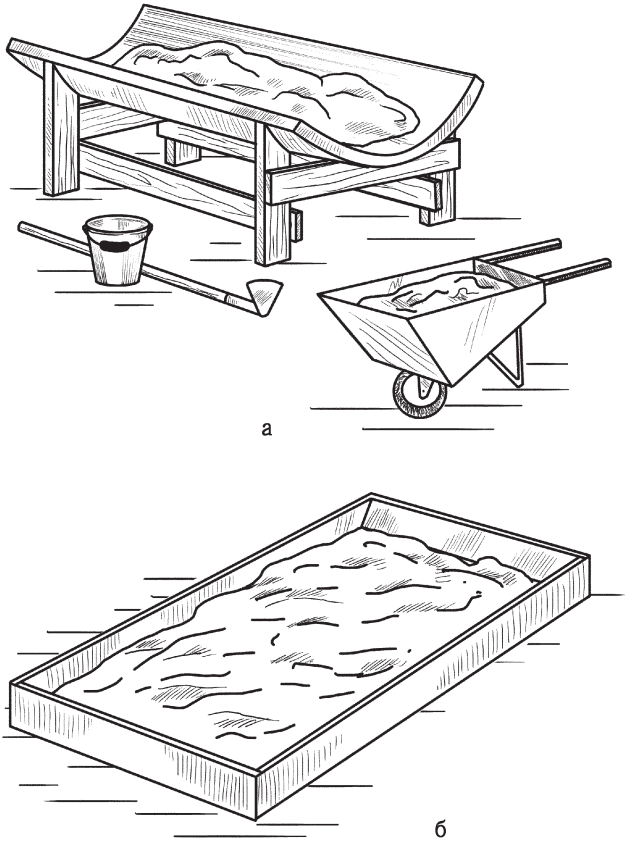

Рис. 21. Приготовление бетона: а — в желобообразном бойке; б — в корытообразном бойке
3. Еще одним вариантом является приготовление бетона в желобо- или корытообразном бойке (рис. 21).